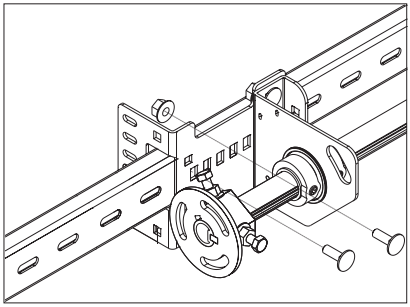

*Рис.23.3*
- поддерживая вал в горизонтальном положении, закрепить промежуточный суппорт к задней перемычке двумя болтами М8х25 (рис. 23.3);